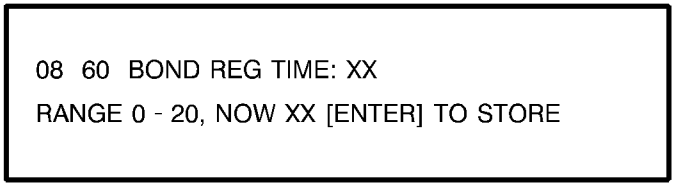

**Figure 2 Media Selection**
2. ( Figure 2): Select the type of media. The following message is displayed. (In this example, bond paper media has been selected.)